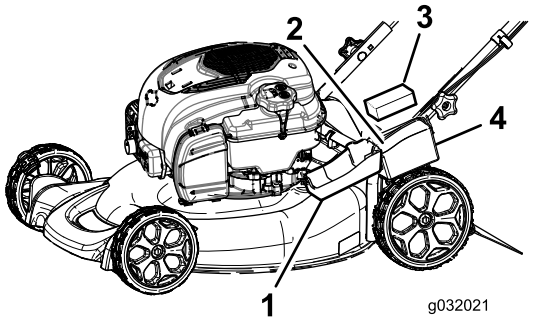

Figuur 29
1. Maak het accudeksel los en verwijder het (Figuur 29).